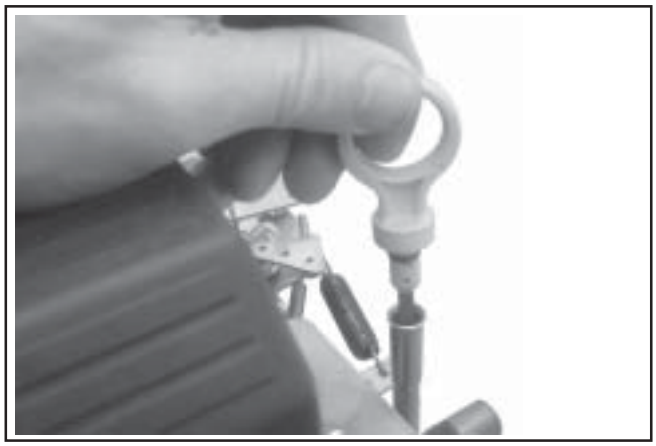

Figure 11-104. Reinstall the Dipstick in Tube.
5. Add oil to bring the level up to “F” mark and reinstall the dipstick. See Figure 11-104.